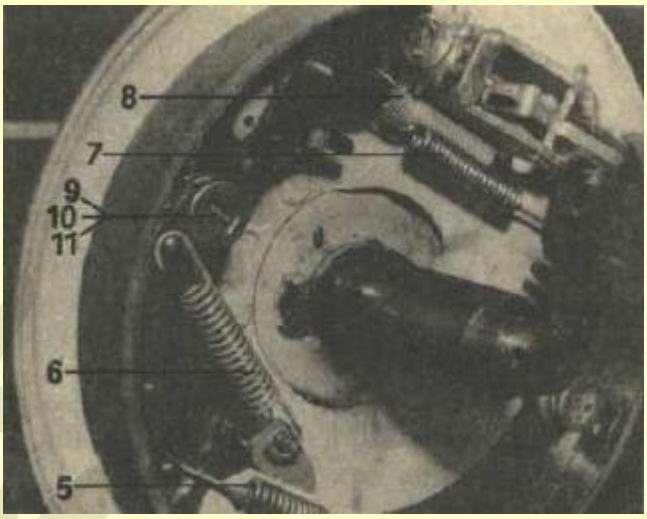

Bild 4.58. Primärbacken mit eingehängten Zugfedern Pos.-Ziffern entsprechen Bild 4.54
- Rückzugsfeder oben mit Schraubendreher aus dem Primärbacken aushängen (Bild 4.58).